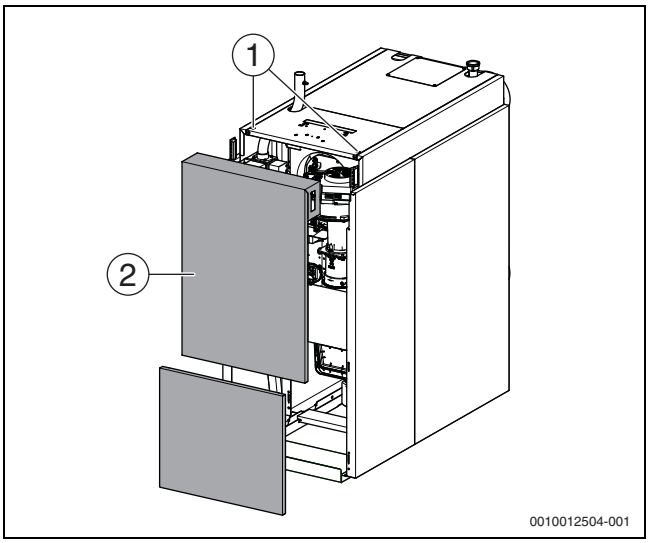

Bild 36 Vorderwand abnehmen
- ▶ Entriegelungsschrauben (→Bild 36, [1])auf der Oberseite des Heizkessels mit geeignetem Werkzeug gegen den Uhrzeigersinn drehen und obere Kesselvorderwand entriegeln.
- ▶ Kesselvorderwand (→Bild 36, [2]) nach vorne neigen und nach oben aus der unteren Führung heben.